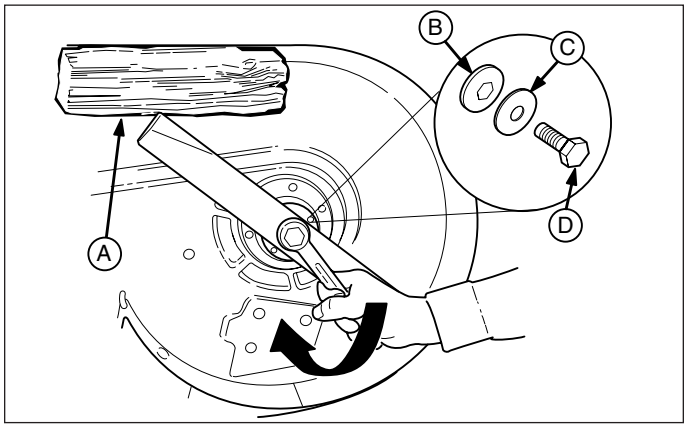

Figure 26. Blade Installation - 38”, 44”, 50” Mowers
6. Reinstall the blade (Figures 26) with the tabs pointing up toward the mower deck as shown. Reinstall the alignment pin (E).
7. **38”, 44”, & 50” Mowers:** Reinstall the hex washer (B, Figure 26), spring washer (C) and capscrew (D). Use a wooden block (A) to prevent blade rotation while tightening the capscrew (D) to 61-75 N.m (45-55 ft. lbs.).